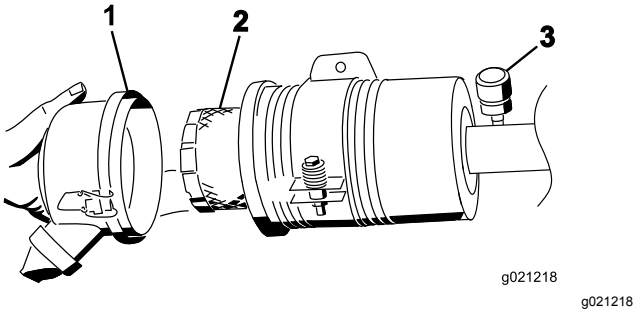

Figur 58
3. Afmonter og udskift filteret (Figur 58).